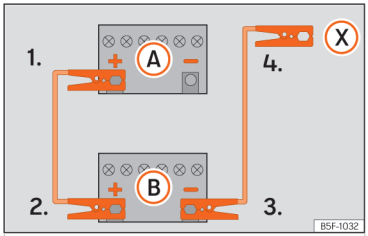

Abb. 215 Anschlussplan für Fahrzeuge ohne Start-Stopp-System.
2. Klemmen Sie ein Ende des *roten* Starthilfekabels an den Pluspol (+) des Fahrzeugs mit der entladenen Fahrzeugbatterie (A).
3. Klemmen Sie das andere Ende des *roten* Starthilfekabels an den Pluspol (+) des stromgebenden Fahrzeugs (B).
4. *Fahrzeuge ohne Start-Stopp-System:* Klemmen Sie ein Ende des schwarzen Starthilfekabels an den Minuspol (–) des stromgebenden Fahrzeugs (B) ››› **(Abb. 215)**.